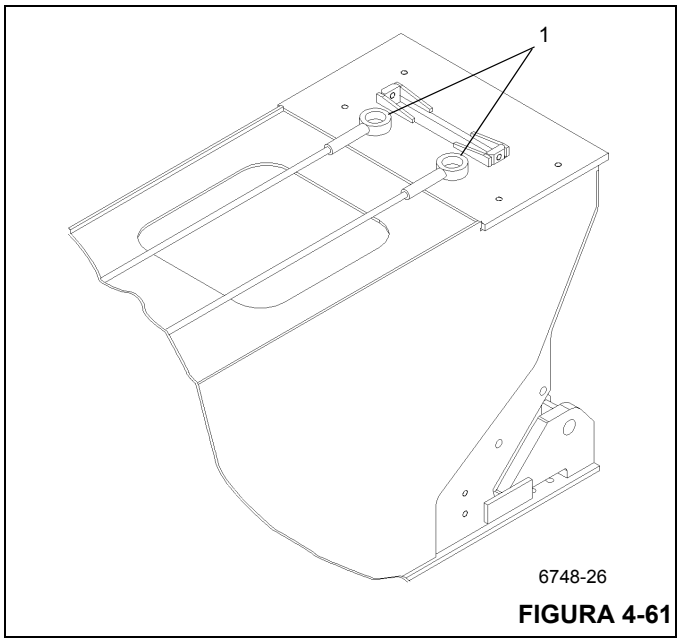

FIGURA 4-61
2. Fije los extremos de anclaje (Figura 4-61, 1) de los dos cables sincronizadores centrales con pernos y bujes en el extremo de la base de la sección central exterior.